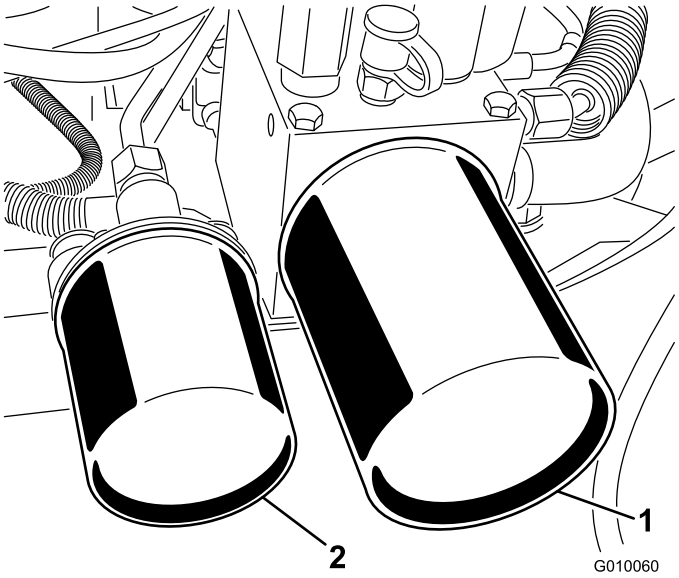

**Figur 59**
2. Stil et aftapningskar under filterne, fjern de gamle filtre, og tør filteradapterpakningens overflade ren (Figur 59).